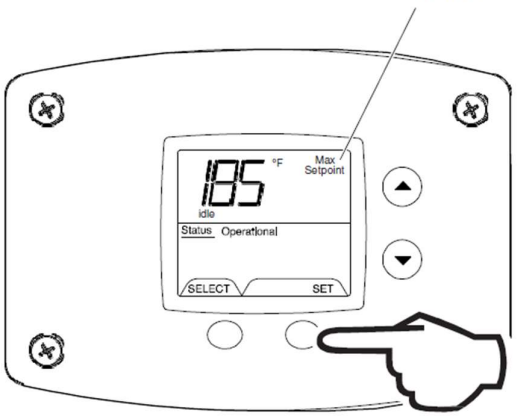

Fig. 47
2. Press 'Set' button to enter setting mode. 'Max Setpoint' will flash to indicate setting mode (Fig. 47).